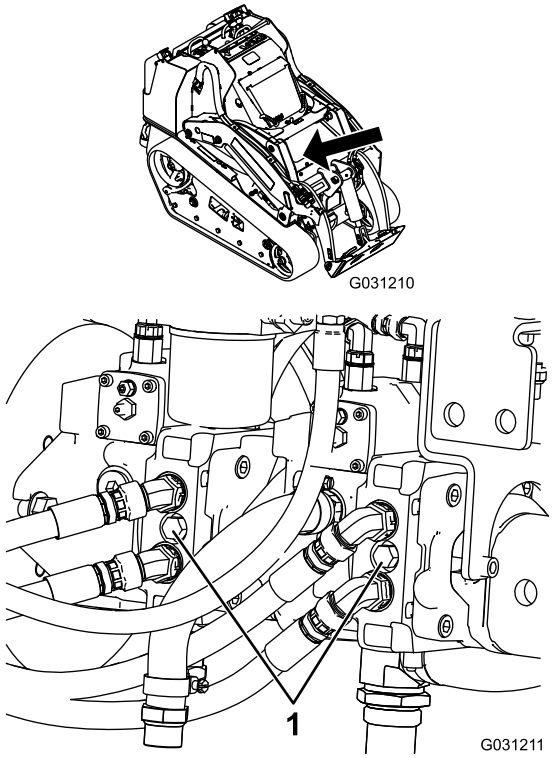

Rysunek 31
4. Przy użyciu klucza przekręć dwukrotnie zawory holownicze na pompach hydraulicznych w kierunku przeciwnym do ruchu wskazówek zegara (Rysunek 31).